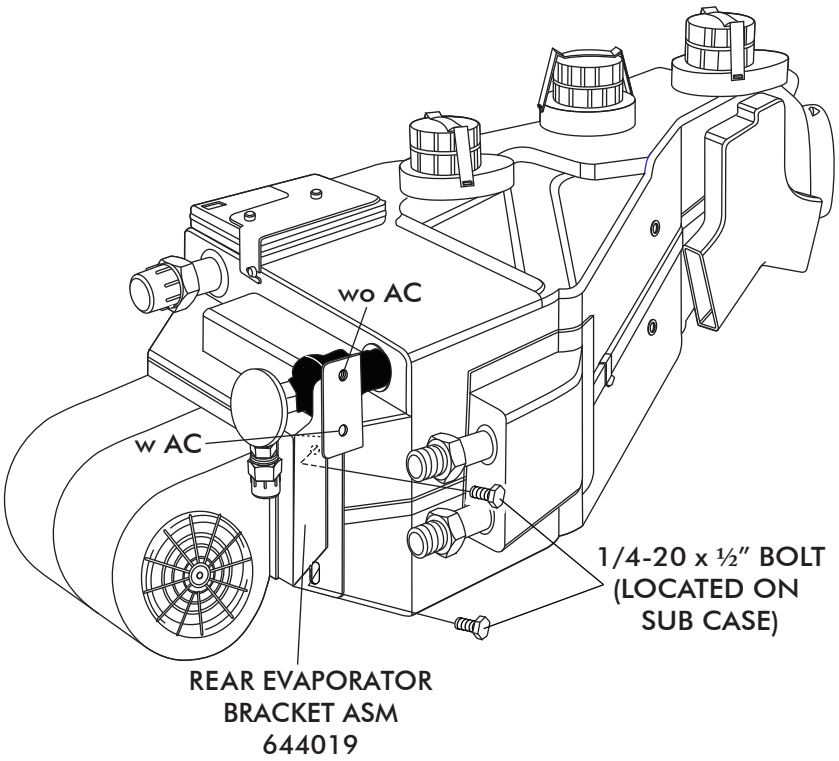
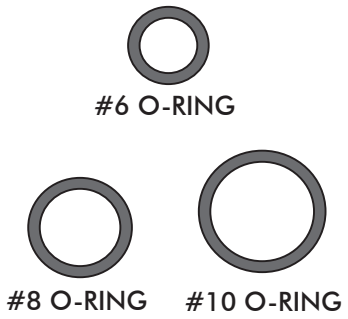
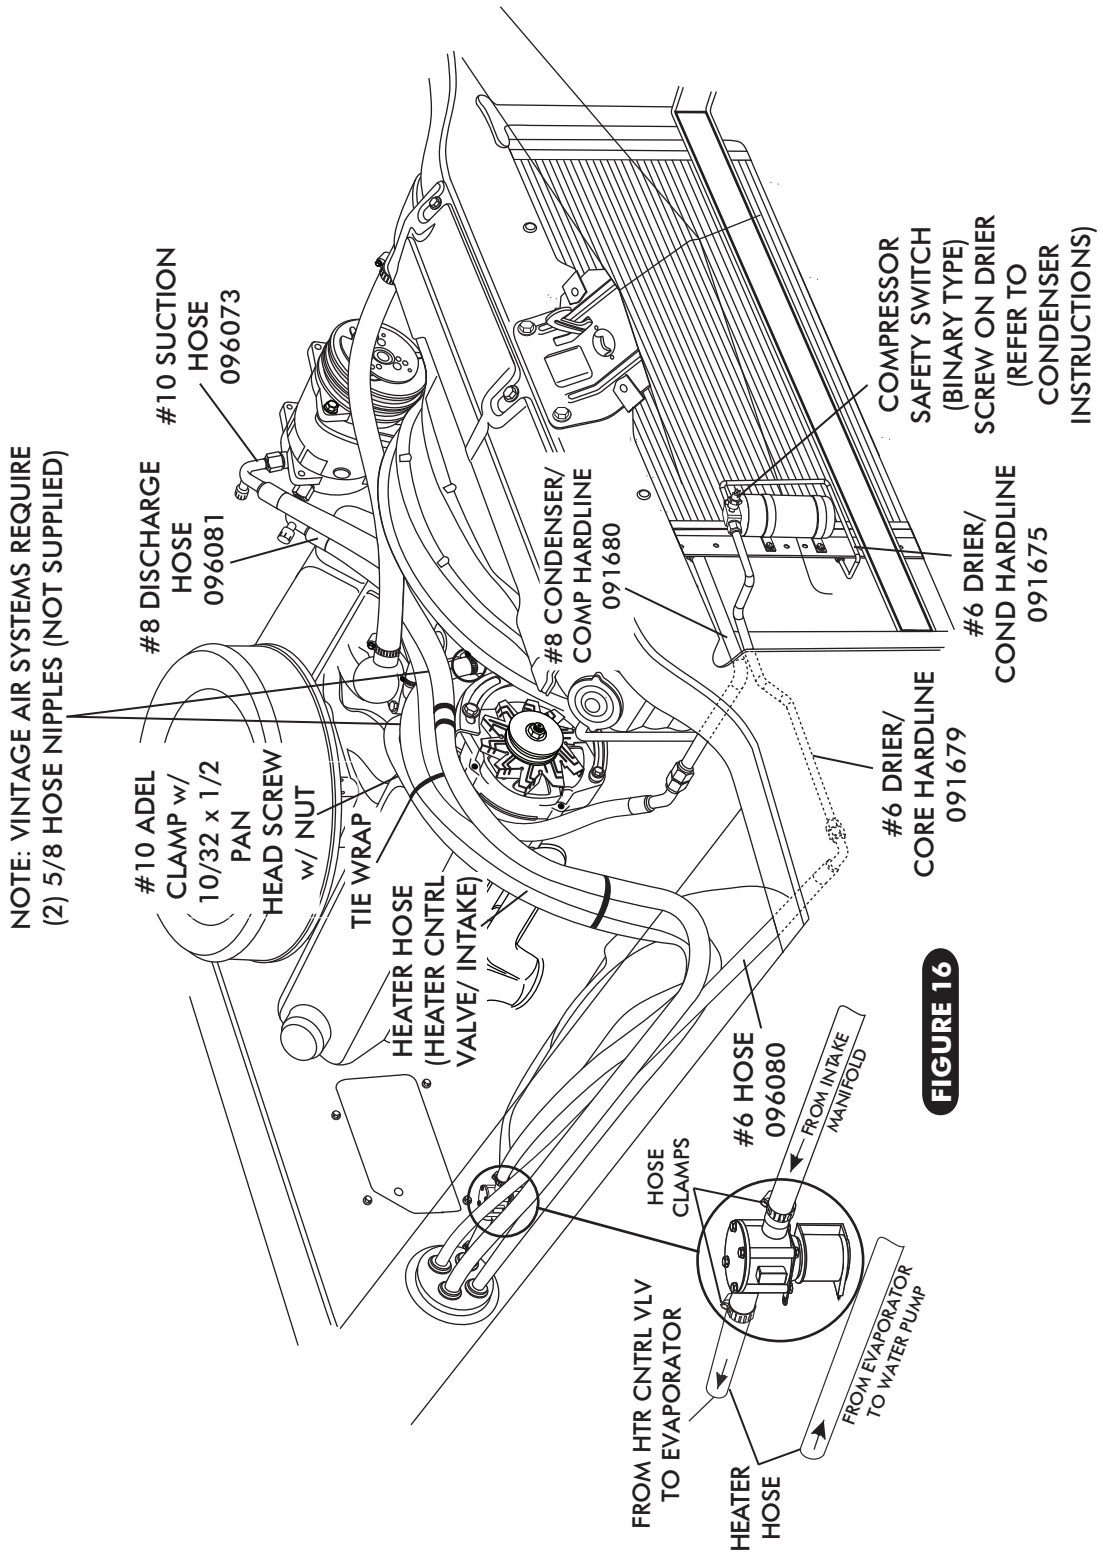

FIGURE 11
FIGURE 15
FIGURE 16
- ☐ ON A WORK BENCH, INSTALL EVAPORATOR REAR BRACKET AND AC & HEATER HOSE WITH PROPERLY LUBRICATED O-RINGS. (SEE FIGURE 11, PAGE 12, AND FIGURES 15, PAGE 15.)
☐ LOCATE THE #8 COMPRESSOR A/C HOSE. LUBRICATE (2) #8 O-RINGS (SEE FIGURE 15, ABOVE) AND CONNECT THE 90° FEMALE FITTING w/ 134a SERVICE PORT TO THE #8 DISCHARGE PORT ON THE COMPRESSOR. ROUTE THE 45° FEMALE FITTING TO THE #8 CONDENSER HARDLINE COMING THROUGH CORE SUPPORT. SEE FIGURE 16 PAGE 16. TIGHTEN EACH FITTING CONNECTION AS SHOWN IN FIGURE 15 ABOVE.
☐ LOCATE THE #10 COMPRESSOR A/C HOSE. LUBRICATE (2) #10 O-RINGS (SEE FIGURE 15, ABOVE) AND CONNECT THE #10 135° FEMALE FITTING w/134a SERVICE PORT TO THE #10 SUCTION PORT ON THE COMPRESSOR. ROUTE THE 90° FEMALE FITTING TO THE #10 EVAPORATOR. SEE FIGURE 12a, PAGE 13 AND FIGURE 16 PAGE 16. TIGHTEN EACH FITTING CONNECTION AS SHOWN IN 15 ABOVE.
☐ LOCATE THE #6 EVAPORATOR A/C HOSE. LUBRICATE (2) #6 O-RINGS (SEE FIGURE 15, ABOVE) AND CONNECT THE 90° FEMALE FITTING TO THE #6 HARDLINE COMING THROUGH THE CORE SUPPORT FROM DRIER. ROUTE THE 90° FEMALE FITTING TO THE #6 EVAPORATOR. SEE FIGURE 12a, PAGE 13 AND FIGURE 16 PAGE 16. TIGHTEN EACH FITTING CONNECTION AS SHOWN IN FIGURE 15, ABOVE.
- ☐ ROUTE A PIECE OF HEATER HOSE FROM THE WATER PUMP TO THE TOP HEATER FITTING OF HEATER CORE AS SHOWN IN FIGURE 12a PAGE 13 AND FIGURE 16 BELOW. SECURE USING HOSE CLAMPS.
- ☐ ROUTE A PIECE OF HEATER HOSE FROM THE INTAKE TO THE BOTTOM HEATER FITTING OF HEATER CORE AS SHOWN IN FIGURE 12a PAGE 13 AND FIGURE 16 BELOW. NOTE: INSTALL HEATER CONTROL VALVE IN-LINE WITH INTAKE MANIFOLD (PRESSURE SIDE) HEATER HOSE, SECURE USING HOSE CLAMPS AS SHOWN IN FIGURE 16, BELOW. **NOTE PROPER FLOW DIRECTION**.)